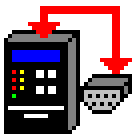

Figure 3-1 TapTalk S-2001D Program-Item Icon
4. The Installation Wizard will prompt the user through the installation process. After installation, the TapTalk program icon (located in the Becoware folder) can be placed on the desktop (Figure 3-1).